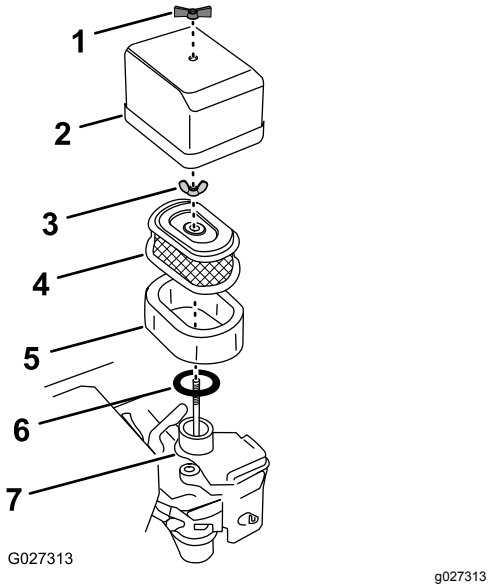

**Figure 19**
3. Wipe the air filter cover (Figure 19) so that it is clean.
4. Remove the wing nut that secures the air-filter cover to the carburetor and remove the cover (Figure 19).
5. Remove the foam filter element from the paper filter element (Figure 19).
7. Remove the wing nut that secures the paper filter element to the carburetor (Figure 19).
4. Assemble the foam element onto the paper filter element (Figure 19).
1. Wipe clean the dirt from the carburetor base and the inside of the cover with a moist rag (Figure 19).
2. Ensure that the rubber gasket is aligned and seated onto the mounting base of the carburetor (Figure 19).
3. Align the paper filter element with the carburetor and ensure that the hold-down rod of the carburetor passes through the top plate of the filter (Figure 19).
4. Secure the filter to the carburetor with the filter wing nut and tighten it finger tight (Figure 19).
5. Align the air-filter cover over the air filter elements with the hold-down rod of the carburetor passing through the top cover (Figure 19).
6. Secure the cover to the engine with the cover wing nut and tighten it finger tight (Figure 19).